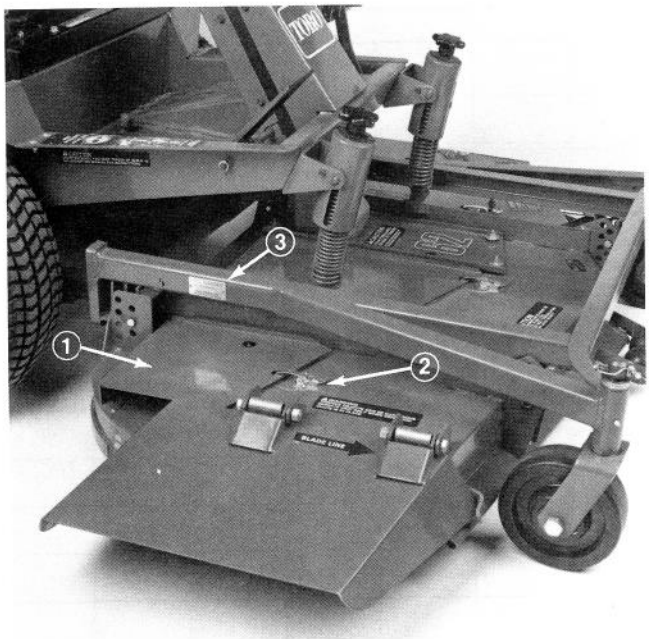

Figure 28
2. Unhook latches securing right cover to top of cutting unit (Fig. 28). Remove cover from cutting unit.
The cutting unit has two identification numbers: a model number and a serial number. These numbers are stamped into a plate. The cutting unit identification plate is located on the frame, behind the right caster wheel (Fig. 28). In any correspondence concerning the cutting unit, supply the model and serial numbers to assure correct information and replacement parts are obtained.